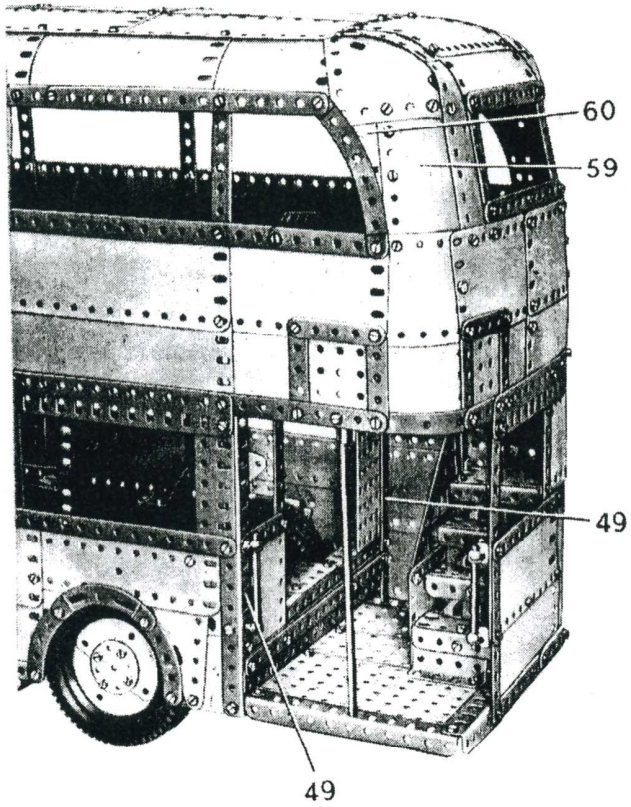

FIG. 10
Le côté de la partie inférieure de l'autobus qui apparaît sur la figure (8) est prolongé à l'arrière par trois plaques flexibles de 14 × 6 cm. cintrées, dont la plus basse est bordée par une bande cintrée à glissières au bas, et par une bande de 11 trous cintrée au sommet. Le bord inférieur de la plaque supérieure est recouvert par une poutrelle plate de 11 trous cintrée. La partie inférieure de l'arrière de la carrosserie est constituée par deux plaques flexibles de 14 × 6 cm. bordées par des bandes (Fig. 10) et réunies à une poutrelle plate de 11 trous par deux bandes de 7 trous disposées verticalement qui forment les côtés du chassis de la fenêtre arrière.
La partie supérieure de l'arrière de l'autobus se termine à l'aide d'une plaque flexible de 14,5 × 6 cm. (49) (Fig. 10), d'une plaque flexible de 14 × 4 cm. et d'une plaque flexible triangulaire de 9 × 6 cm. Du côté visible, une plaque flexible triangulaire de 6 × 4 cm. (60) est boulonnée comme le montre la figure, mais elle est remplacée de l'autre côté par une plaque flexible triangulaire de 9 × 4 cm. Deux plaques flexibles de 14,5 × 6 cm. et deux de 6 × 4 cm. constituent la carrosserie au dessus de la fenêtre arrière de l'impériale.